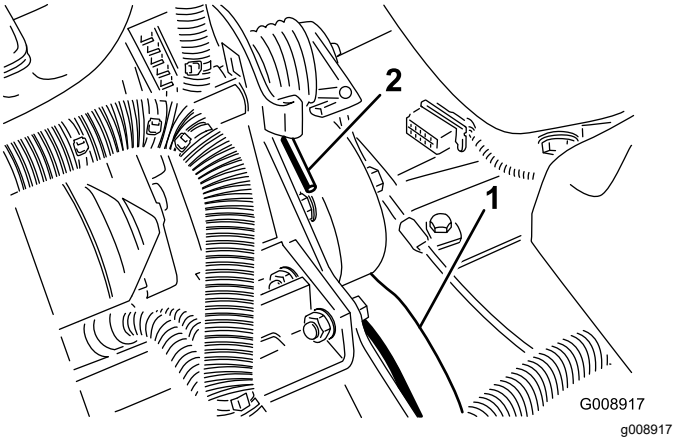

Figur 78
3. Tryck fjäderänden (Figur 78) nedåt och framåt för att kroka av den från fästet och lätta på fjäderspänningen.